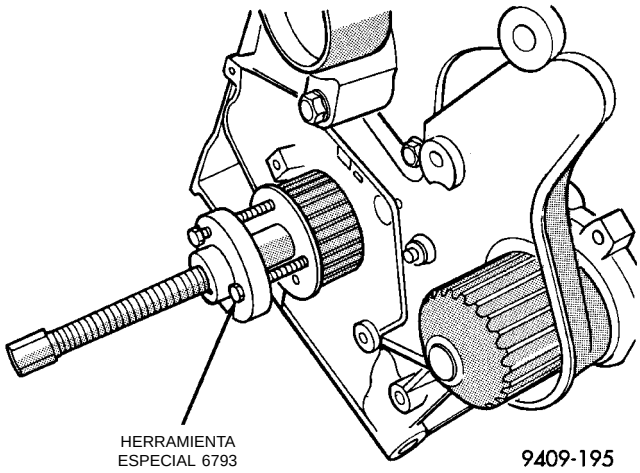
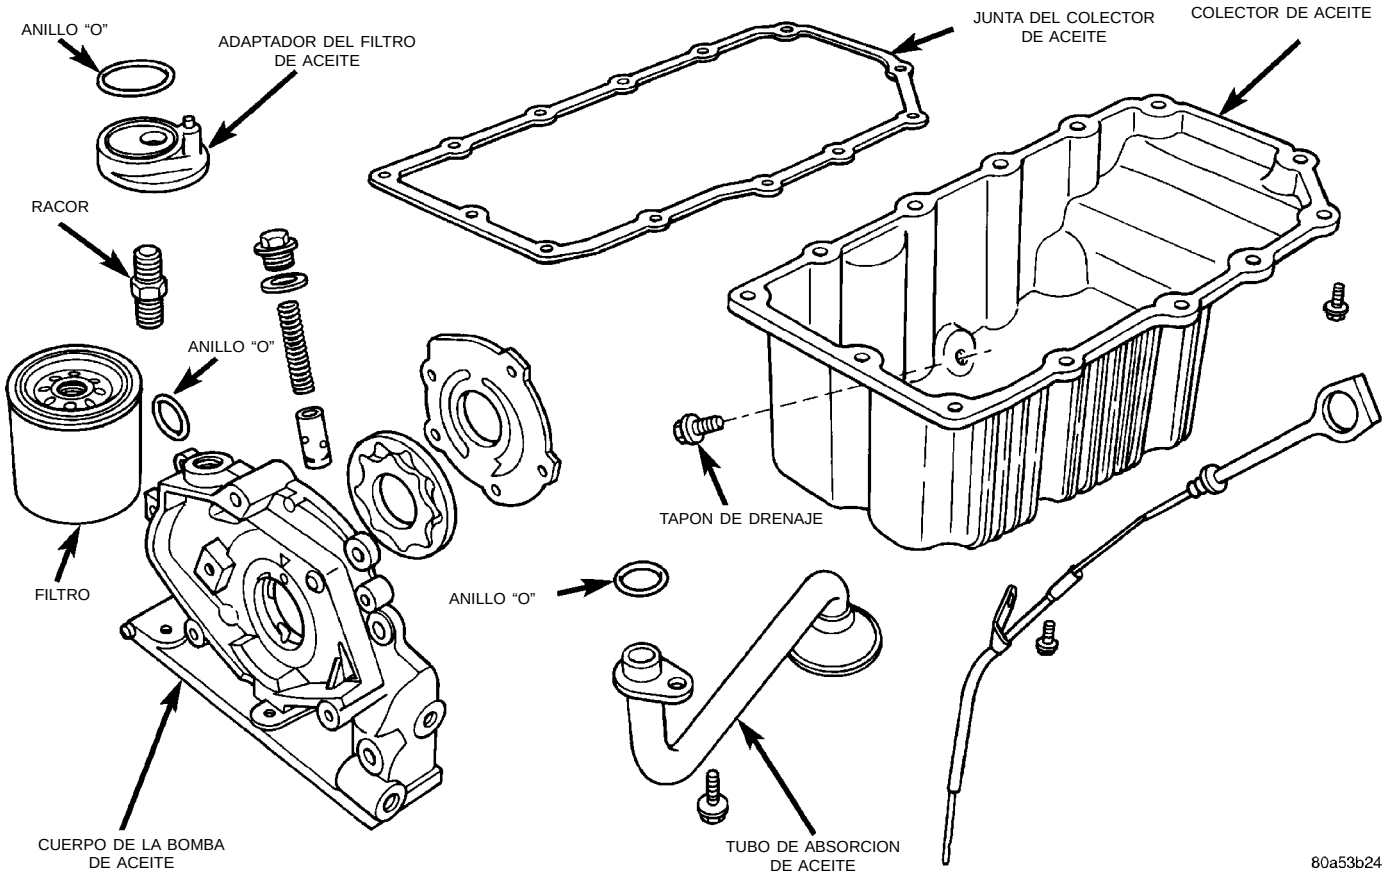

Fig. 73 Rueda dentada del cigüeñal—Desmontaje
Fig. 74 Bomba y tubo de aceite
(1) Desconecte el cable negativo de la batería.
(2) Retire la correa de distribución. Consulte Sistema de la correa de distribución, en esta sección.
(3) Retire el colector de aceite. Consulte Desmontaje del colector de aceite en esta sección.
(4) Retire la rueda dentada del cigüeñal con la Herramienta especial 6793 y el encastre C4685–C2 (Fig. 73).
(5) Retire el tubo de absorción de aceite.
(6) Retire la bomba de aceite (Fig. 74) y la junta delantera del cigüeñal.